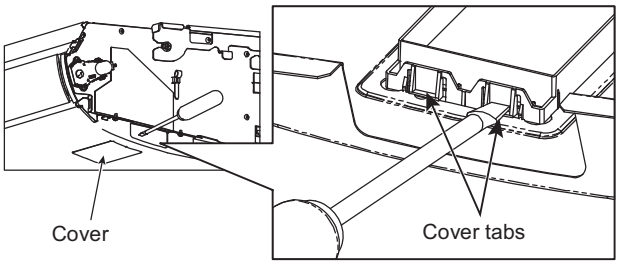

Fig. 8-37
(2) Insert a flat-head screwdriver from the side, and remove the cover while pressing down on the two cover tabs. (Fig. 8-37)